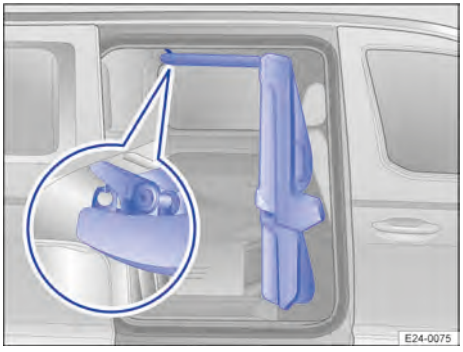

Bilde 76 Fleksibel skillevegg i oppreist stilling.
3. Trykk den øvre bakre delen av skilleveggen opp med håndballen til du hører at festet → Bilde 76 (utsnitt) går i lås med et klikk.
1. Trekk den øvre bakre delen av skilleveggen ned til festet løsner → Bilde 76 (utsnitt).